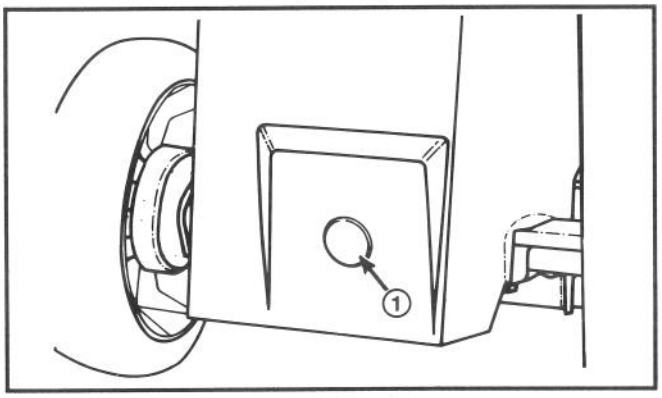

Afbeelding 27
3. Verwijder de plastic dop van het vulpunt aan de achterkant van de maaier (Afb. 27).